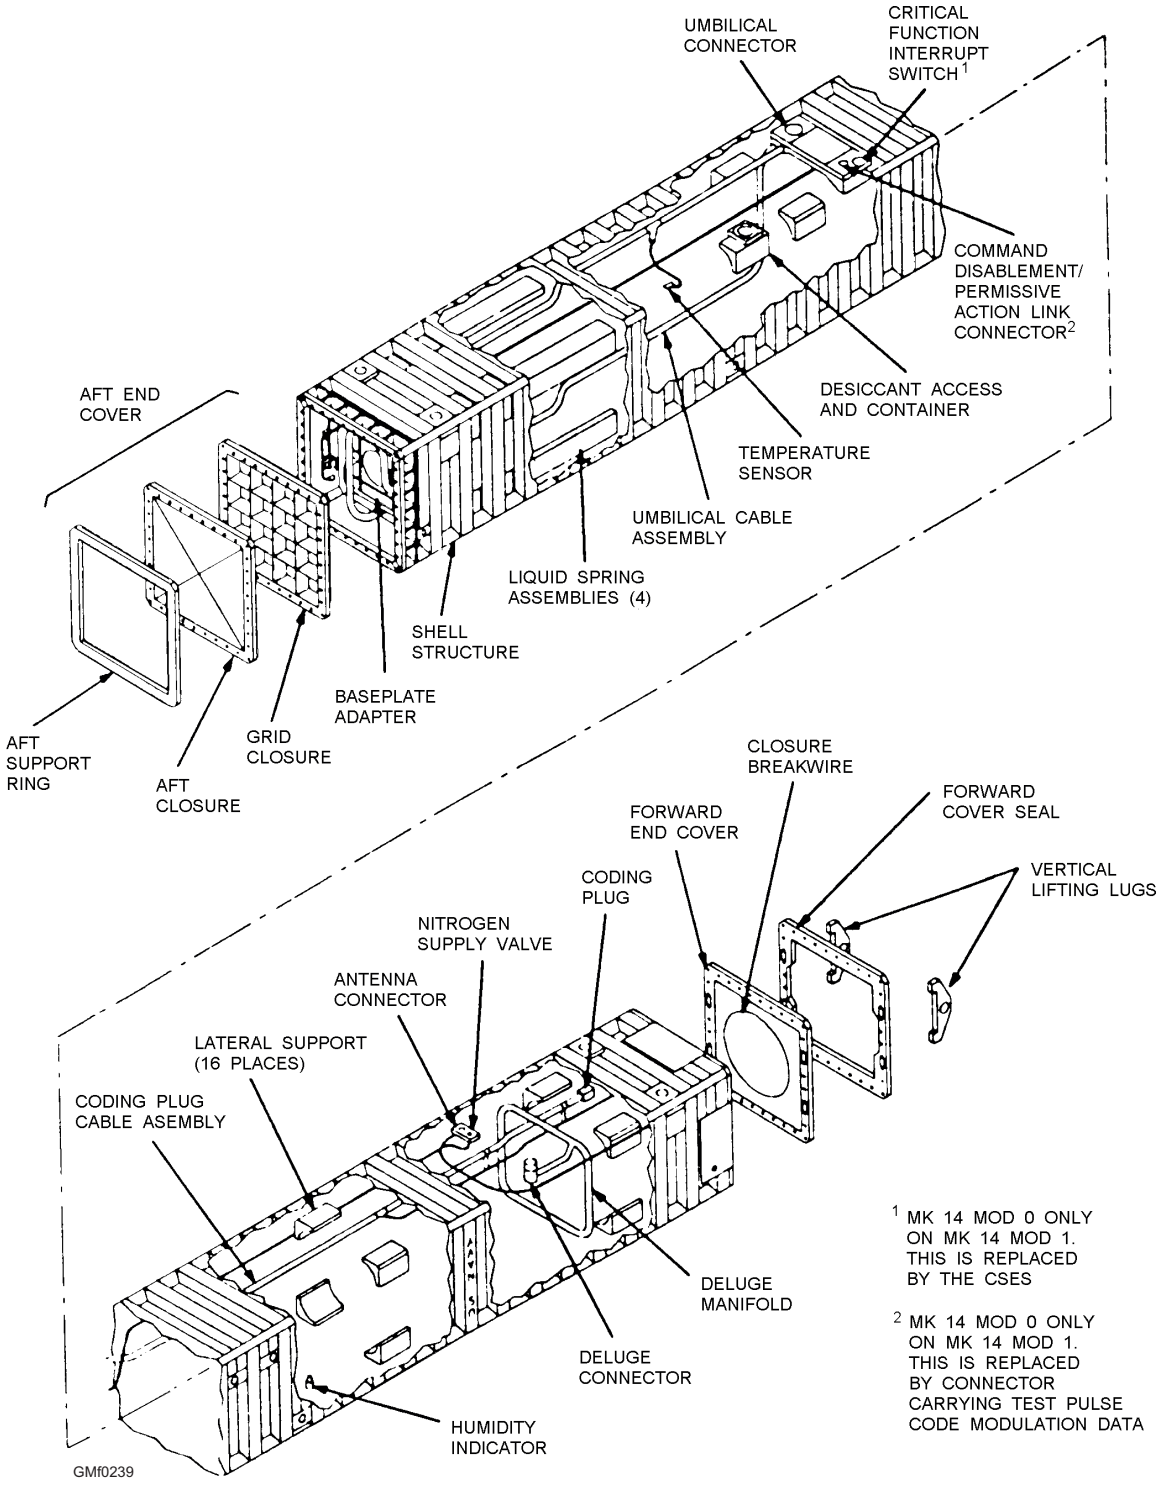

**Figure 2-39.—Mk 14 Mods 0 & 1 canisters.**
**MK 14 MODS 0 & 1 VLS CANISTERS**.—The Mk 14 Mods 0 & 1 canisters provide environmental protection, structural and alignment support of the Tomahawk All-Up-Round (AUR) (fig. 2-39). The AUR consists of a missile and booster sealed in a canister that is nitrogen charged to provide additional environmental protection. The shell structure contains a thermal protective lining to reduce structural temperature during launch. The Mk 14 Mod 1 canister uses a CSES for conventional Tomahawk missiles. The Mk 14 Mod 0